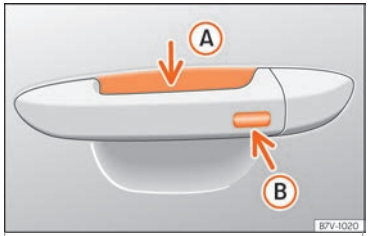

Fig. 150 Driver door lever: sensor surfaces.
• Press and hold the locking sensor surface ››› Fig. 150 Ⓑ on the door handle to close the sunroof. If you release the sensor surface, the closing movement stops.